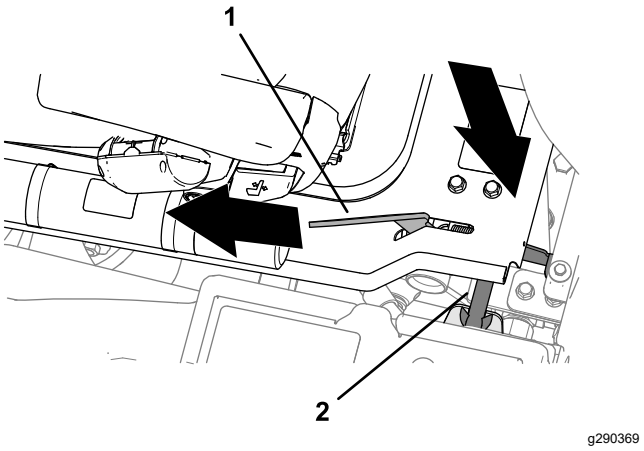

Figur 51
2. Når platformen nærmer sig den helt sænkede position, skal du flytte platformens låsehåndtag (Figur 51) mod maskinens forende.